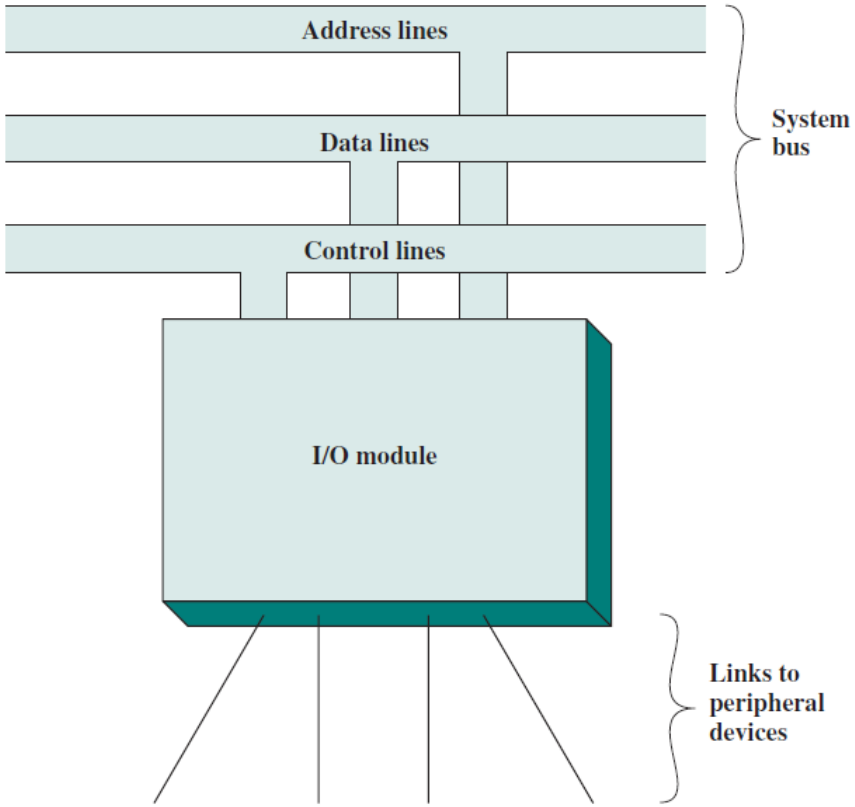

Figure 7.1 Generic Model of an I/O Module
- Thus, an I/O module is required. This module has two major functions (Figure 7.1):
- An external device attaches to the computer by a link to the I/O module. Fig. 7.1